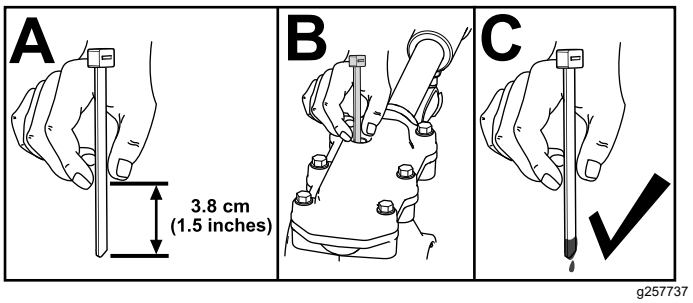

Rysunek 29
3. Sprawdź poziom oleju przy pomocy odpowiedniego przyrządu pomiarowego, np. czystej opaski kablowej. Poziom oleju powinien znajdować się około 3,8 cm poniżej wlewu (Rysunek 29).